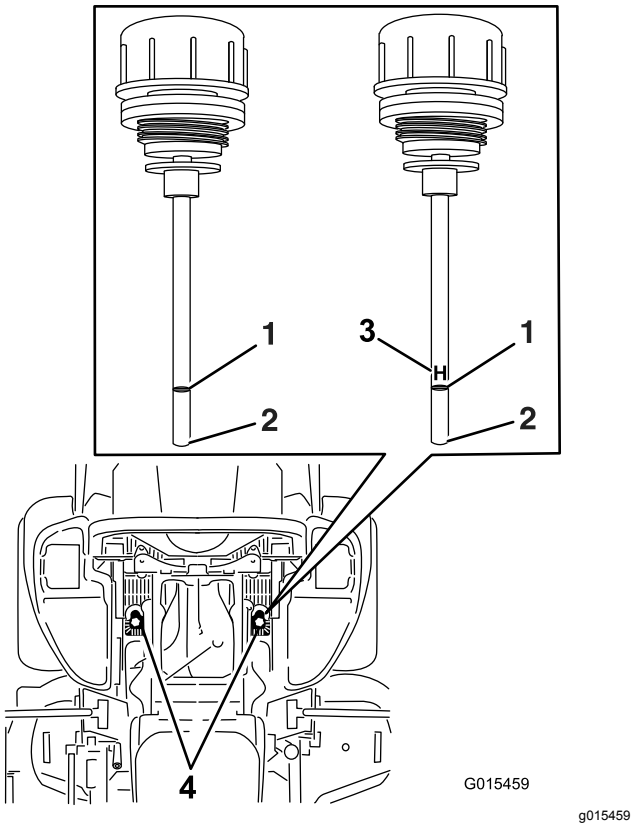

Figura 92
6. Limpie la zona alrededor de las varillas de los depósitos del sistema hidráulico (Figura 92).
7. Retire una varilla del depósito de aceite hidráulico (Figura 92).
9. Retire la varilla e inspeccione el extremo (Figura 92).